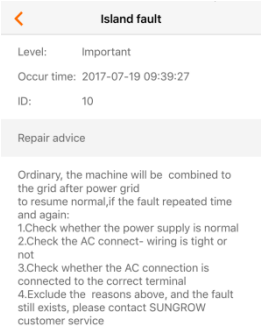

Fig. 10-11 Detailed fault alarm info
Step 2 Select one of the records in the list and click the record, to view the detailed fault info as shown in Fig.10-11.